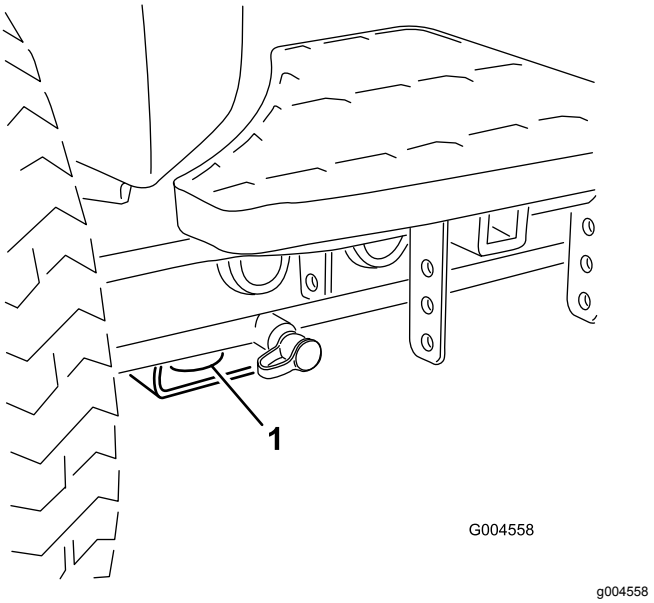

Figuur 58
- Voor – de opening in het rechthoekige blok, onder de asbuis, aan de binnenzijde van beide voorwielen (Figuur 58).